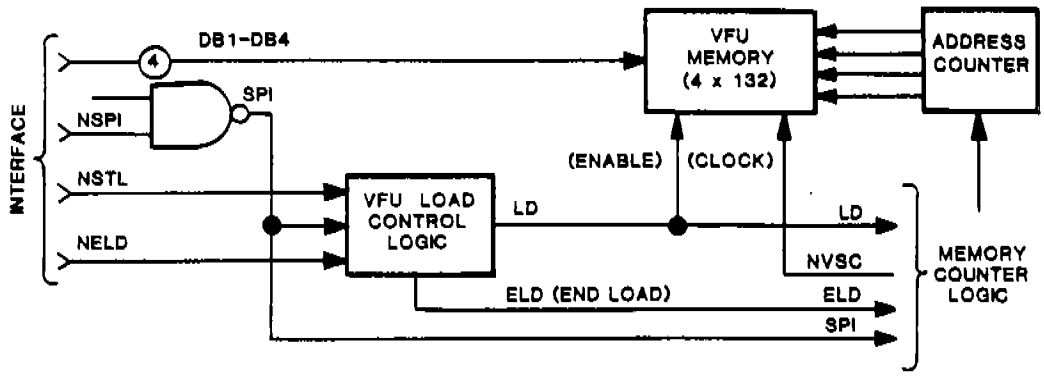

FIGURE 2-28.
The EVFU memory is a 4-bit RAM (Figure 2-28) that stores up to 132 channel commands, each numbered within a range of Channel 1 to Channel 14. The memory is programmed in three steps:
3. The Paper Instruction line (PI) must be high. This may be either a decoded word from the program or the logical line from a Dataproducts interface. The resulting NSPI signal (Figure 2-28) loads the 4 bit code into the data latches and sets the Vertical Format Slew signal (VFS). This signal causes paper feed logic to start paper movement as a Form Feed operation.